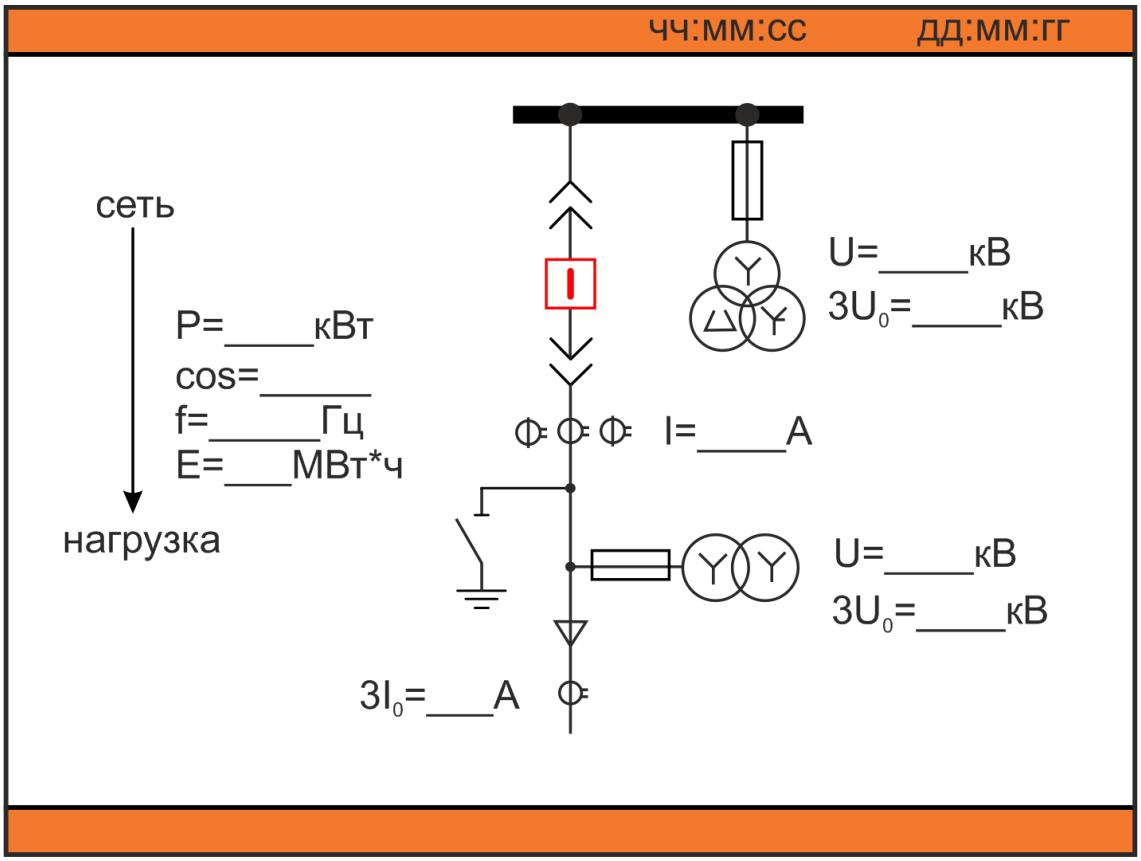

Рис.2.4.1. Мнемосхема терминала РЗА
- мнемосхему с указанием текущих величин (Рисунок 2.4.1);